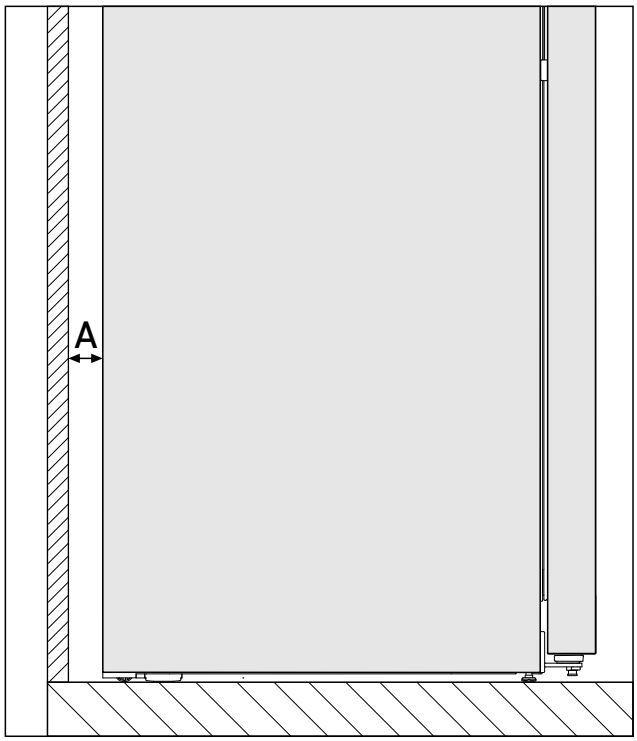

*Fig. 3 **
The energy consumption was determined with a wall distance *Fig. 3 (A)* between the rear of the appliance and the wall. If the wall distance is less than *Fig. 3 (A)*, this has no effect on the functionality of the appliance, but energy consumption increases slightly when the distance to the wall is smaller.*